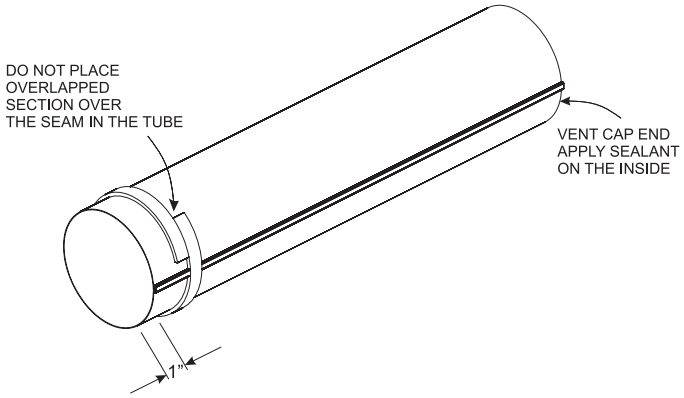

Figure 54
12. Seal the 4" (102 mm) diameter flue outlet tube. Follow instructions and diagram. **See Figure 54.**
If the air inlet and flue outlet tubes are to be connected directly to the unit (no rigid venting system is being used), then the gasket provided must be used to seal the 4" (102 mm) flue outlet tube. Peel the paper off the self-adhesive gasket and then wrap it around the end of the tube (if tube was cut, it is recommended to use cut end) as shown in **Figure 54.** Pull the gasket tight at all times while wrapping it around tube. The gasket ends should align, to form a complete seal. The overlapped section should NOT come in contact with the seam in the tube. Apply high temperature sealant to the opposite end of the tube (on the inside of the tube). The end with the gasket will attach to the back of the unit. Continue with Step 13.